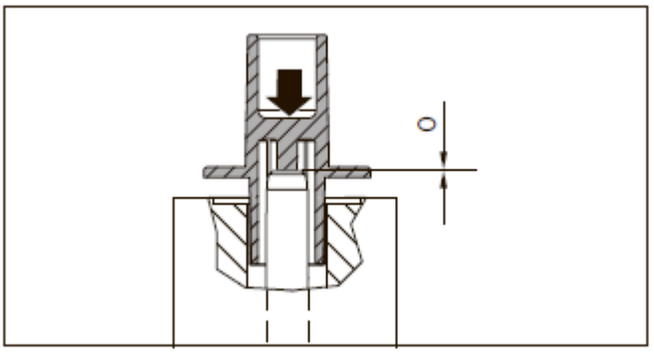

Рис. 54 Полное присоединение регулировочного инструмента
4. Полностью присоедините регулировочный инструмент гладкой стороной к шпингалету (рис. 54).